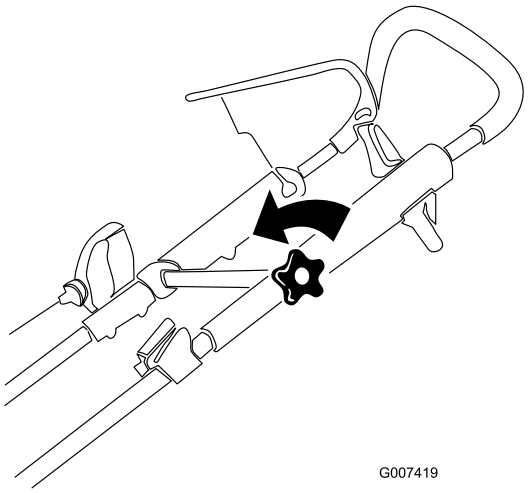

Figuur 12
1. De bovenste handgreepschroef losdraaien (Figuur 12).